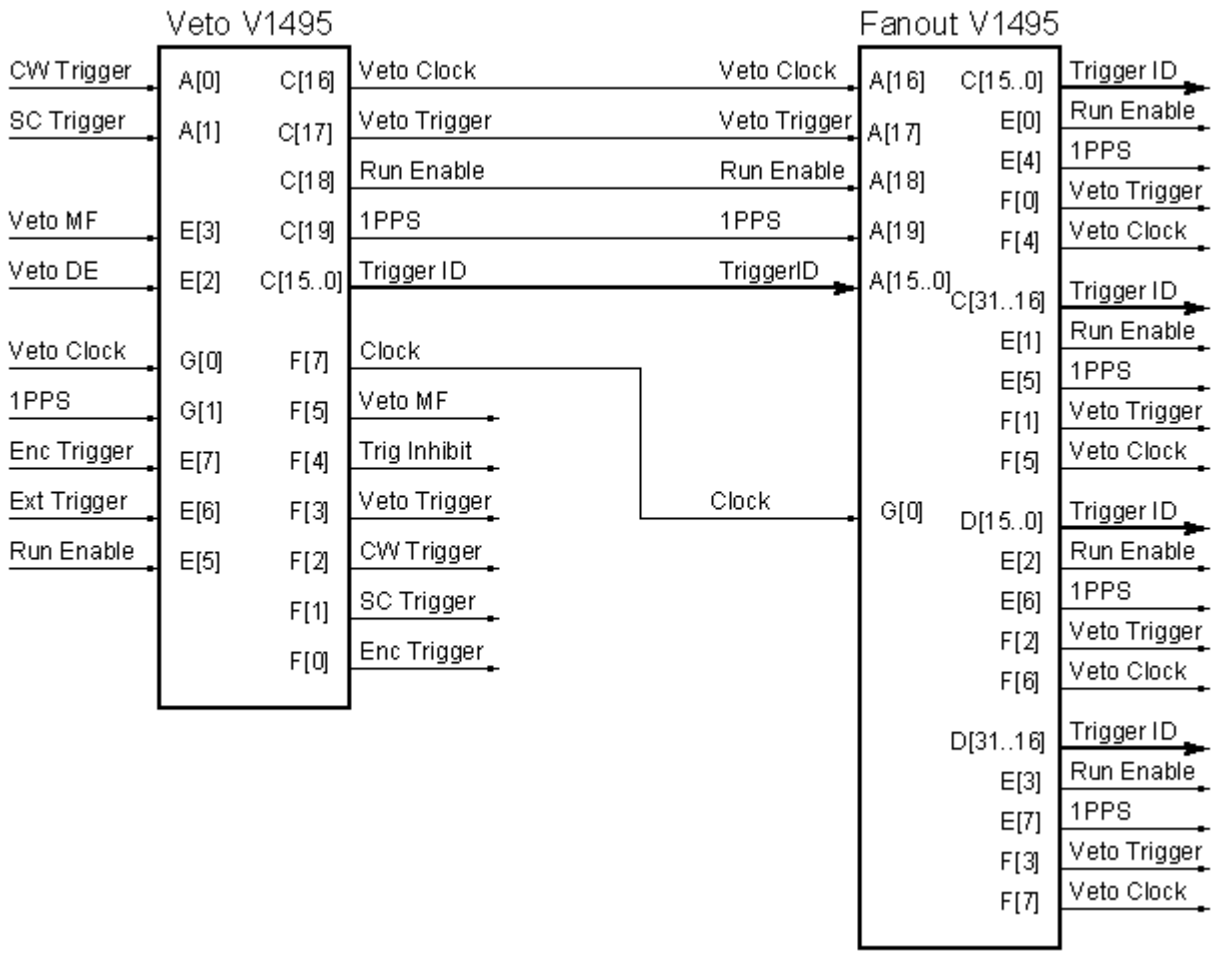
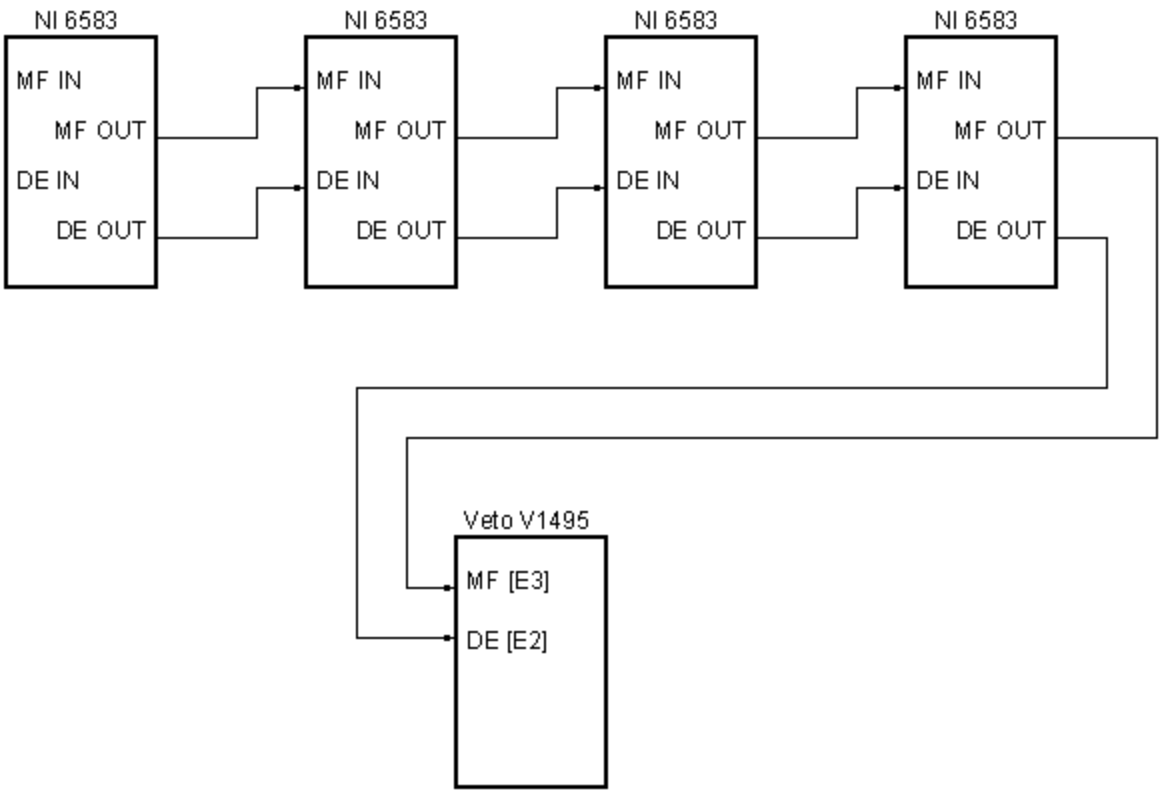

Figure 2. Basic connections between Veto and Fanout V1495s.
Figure 3. Chained OR scheme.
The Veto DAQ system consists of four NI crates and requires four sets of timing and control signals (one per crate). A second V1495 module called Fanout V1495 is used for this purpose. It receives LVDS signals from the Veto V1495 module and transmits them via ports C, D, E and F to the Veto DAQ system. Trigger ID signals at ports D and E have LVDS signal levels. Four other signals at ports E and F have TTL signal levels. The Veto DAQ system generates Memory Full (MF) and DAQ Error (DE) TTL signals in each crate's NI 6583 module. Global Veto MF and global Veto DE signals are connected to the port E of the Veto V1495 module. A block-diagram of the connections is shown in Figure 2.
Veto MF and Veto DE signals shown in Figure 2 are global signals derived from four Veto NI crates. These signals are generated by ORing individual crate signals in the "chained OR" scheme shown in Figure 3. Each NI 6583 module has an OR circuit which combines internal Memory Full or DAQ Error signal with the corresponding input signal from another crate. This scheme allows using only two coaxial cables instead of eight.